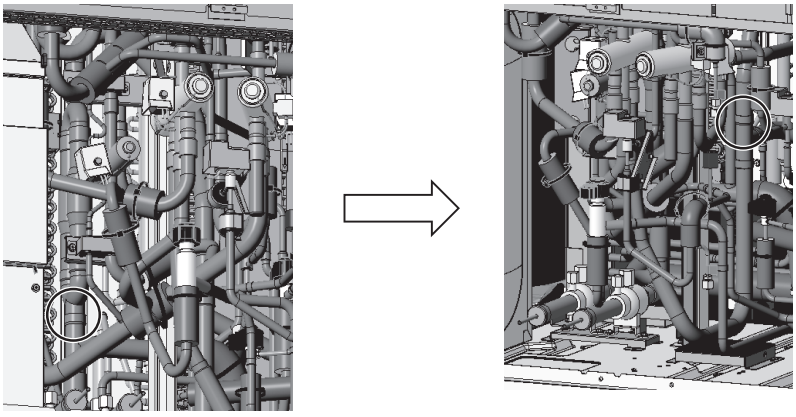

Figure 6
(5) Braze the replacement parts at the two areas. (See Figure 6.)